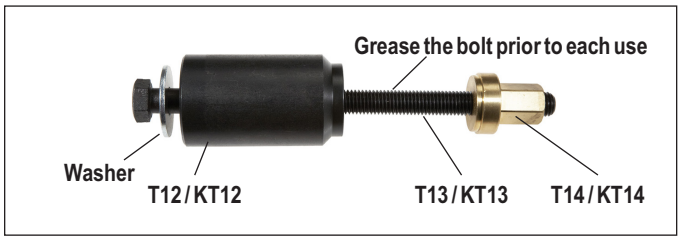

Figure 69 – Brass Bushing Removal Tool
5.6.12 Prepare to remove the brass bushing used in the long guide pin side. Assemble the long bolt (T13), washer, and sleeve (T12) as in Figures 69 and 70.